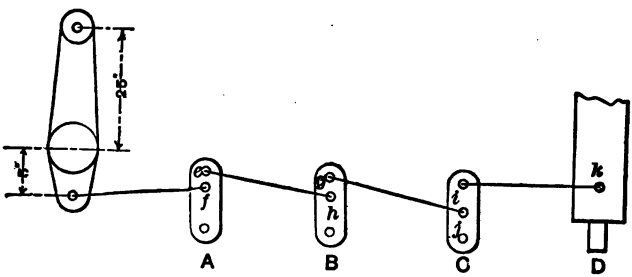

FIG. 111.—AMERICAN EQUALIZED BRAKE.
Q. How do you find the braking power on an engine equipped with the American equalized brake as shown in Fig. 111, page 289?